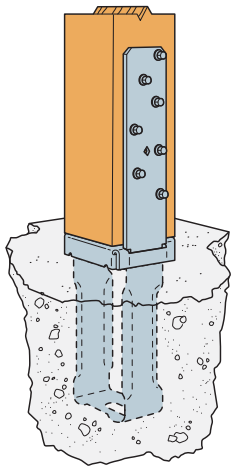

Figure 1 — Post Base with 1" Standoff
- For post bases with 1" standoffs, full bearing on concrete is required. A higher download may be achieved by solidly packing grout in the 1" standoff area before installation of the post. Allowable download shall be based on the capacity of the post, grout or concrete according to the code. (Figure 1)